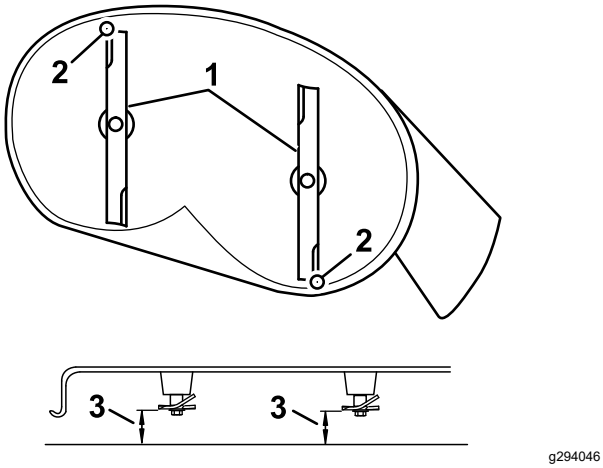

Figura 69
4. Rode cuidadosamente as lâminas para que estejam da frente para trás (Figura 69).
5. Meça da ponta da lâmina da frente até à superfície plana e da ponta da lâmina de trás até à superfície plana (Figura 69 ou Figura 70).